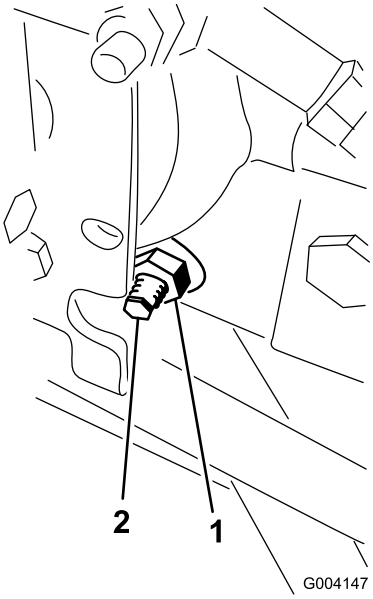

Figur 61
3. På den høyre siden av hydrostaten løsner du festeskruen på trekkjusteringskammen (Figur 61).